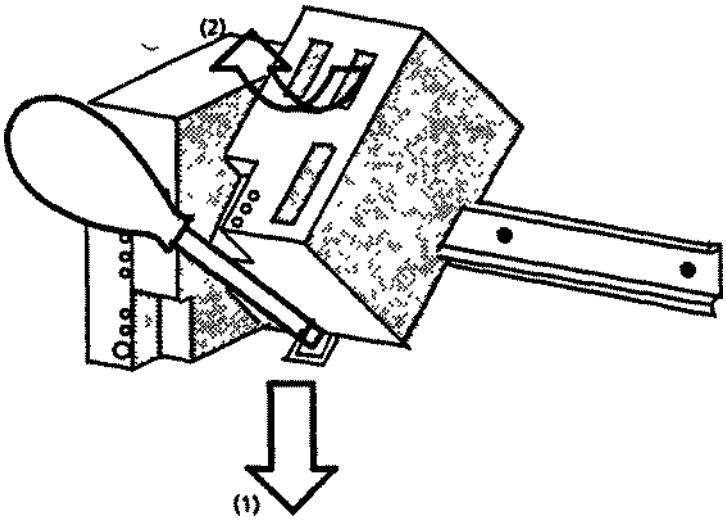

Рис. 3.22. Отсоединение нейтрального модуля при помощи толкателя.
* при помощи отвертки нажмите вниз толкатель (рис. 3-22), который находится на обратной стороне центрального модуля (1),
* при этом одновременно поворачивайте модуль наверх (2) и
* снимите его с профильной шины (точно также, как и центральный модуль, рис. 3.22).